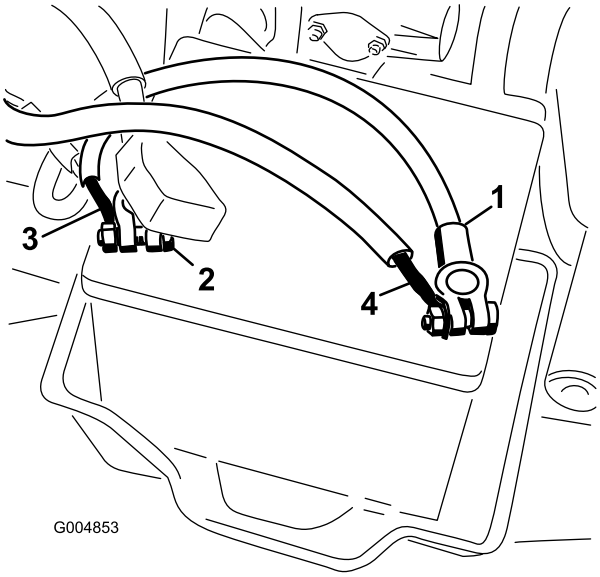

Figur 26
11. Slut strømforsyningsledningsnettet til den positive batteripol (Figur 26).
12. Slut den sorte ledning til den negative batteripol (Figur 26).